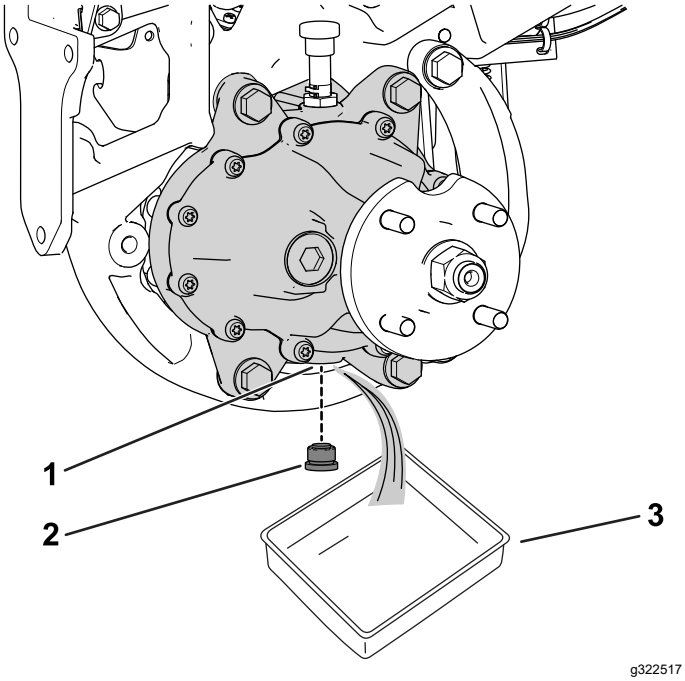

Figuur 48
3. Plaats een opvangbak onder de wielmotor (Figuur 48).
4. Haal de plug uit de aftapopening (Figuur 48).
6. Monteer de aftapplug in de aftapopening (Figuur 48).